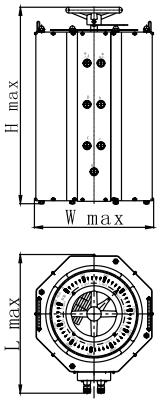

Fig. 4
6.4 TSGC2J outline dimensions are shown in Fig. 4;